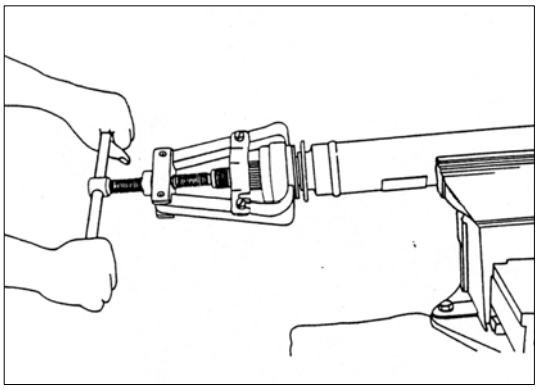

РИС. 259
7) С помощью съемника 2576 5890 3522 снимите подвесной подшипник с передней части карданного вала (см. рис. 259).